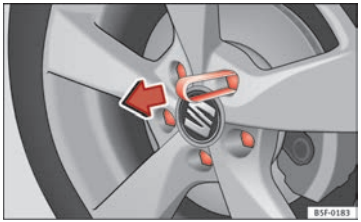

Fig. 166 Wheel: wheel bolts with caps
– Fit the plastic clip (vehicle tools) over the cap until it clicks into place ⇒ Fig. 166.